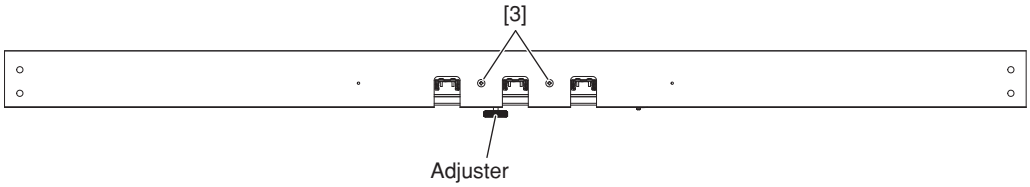

Fig.12
2. Remove the six (6) screws marked [4] and the two (2) screws marked [3]. The pedal assembly can then be removed. (Fig.12)
3. Remove the adjuster. (Fig.12)